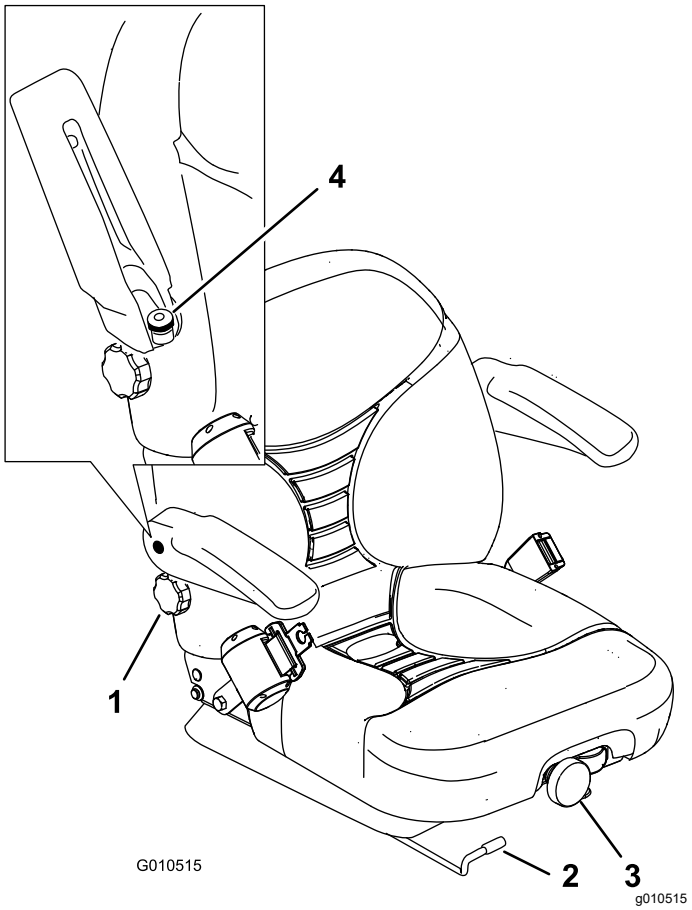

**Figur 30**
1. Flyt håndtaget til siden for at låse sædet op (Figur 30).
Drej på knappen foran på sædet for at opnå den mest behagelige position (Figur 30).
Drej knappen under det højre armlæn til højre eller venstre for at opnå den mest behagelige position (Figur 30).
Armlænet justeres ved at hæve det og dreje på knappen for at opnå den mest behagelige position (Figur 30).